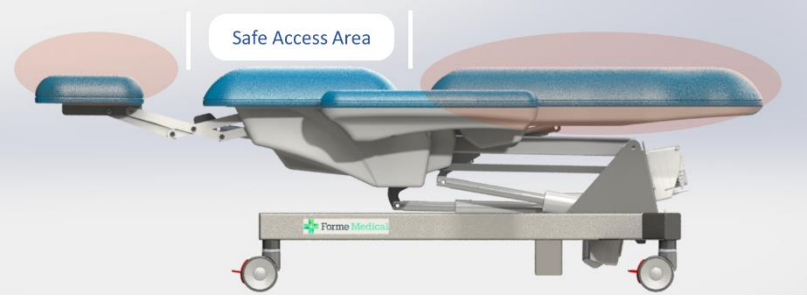

Figure 4. Safe Patient Access Area
- The patient should access the couch within the safe access area. Please refer to **Figure 4**.
Make sure that the patient accesses the couch within the limits of the safe access area as shown in the **Figure 4** when the device is in a flat configuration.